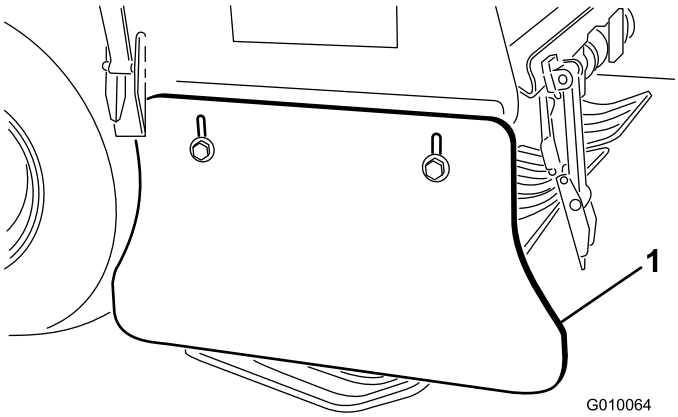

Figuur 62
1. Draai de bouten en moeren los waarmee het zijscherm is bevestigd aan het frame (Figuur 62).